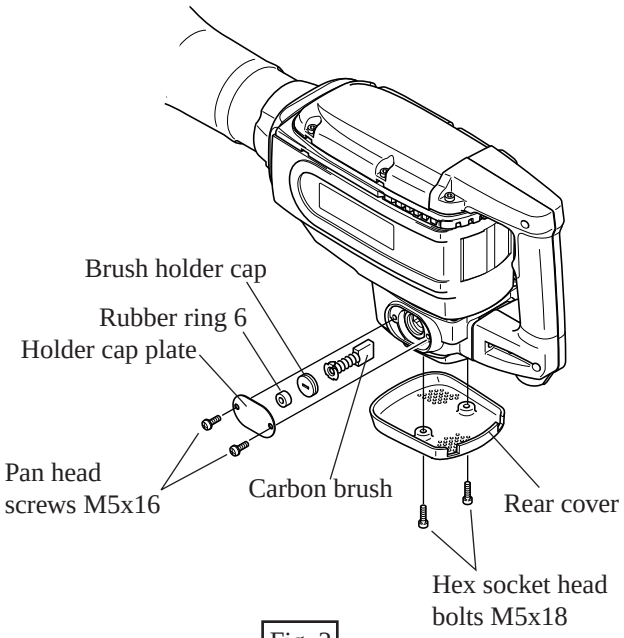

Fig. 2
(1) Remove holder cap plate by unscrewing pan had screw M5x16. Remove rubber ring 6, brush holder cap and carbon brushes. See Fig. 2.